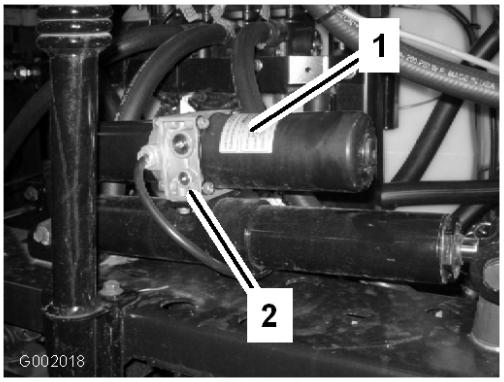

Figur 60
1. Leta reda på den manuella övertrycksventilen på manövreringsorganet till varje sprutramp. Den manuella övertrycksventilen är den mindre ventilen och sitter bara på ena sidan av manövreringsstången (Figur 60).